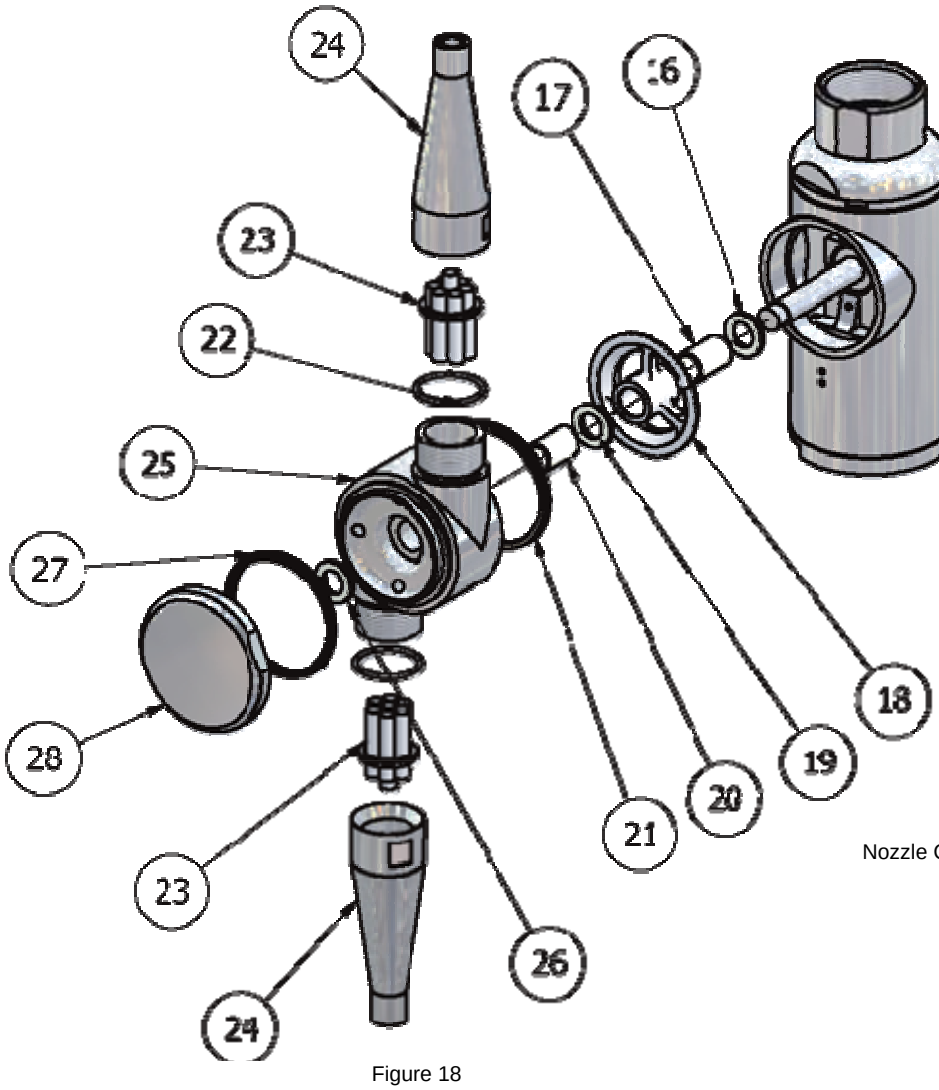

Figure 18
a. If foreign matter has entered the machine and passed through the body, it may have lodged itself in the bevel gears; position 12.6 and 17. To check these areas refer to Figure 18 for instructions on removal of the hub. Take care to review the gearing and ensure that there is no damage that could prevent operation.